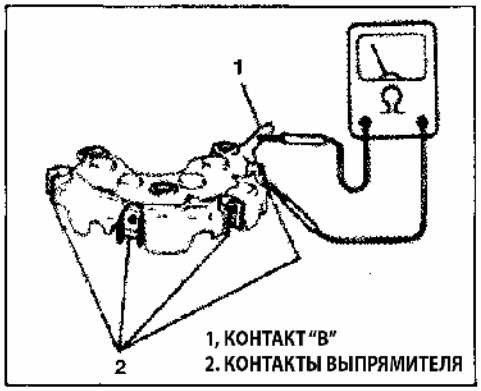

Рис. 253
1) Подключите измерительный прибор к контакту «В» и к каждому контакту выпрямителя (Рис. 253).